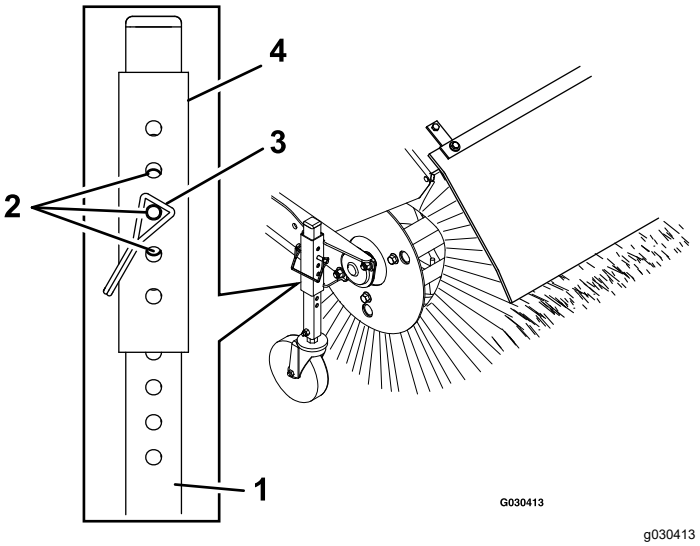

**Figure 9**
3. Pour régler la hauteur de la brosse, retirez et conservez la goupille du manchon de réglage et du tube de la roue pivotante (Figure 9).
5. Pour effectuer des réglages plus précis, faites coulisser le manchon de réglage d'un trou à la fois vers le haut ou le bas sur le tube de la roue pivotante pour régler la hauteur de la brosse par paliers de 3 mm (Figure 9). Répétez les opérations 3 à 5 pour l'autre roue pivotante.